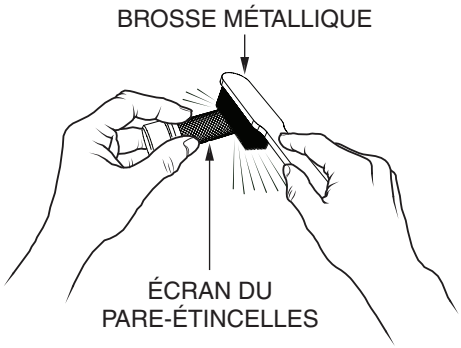

Figure 36. Nettoyage du pare-étincelles
2. Retirer la vis de 5 mm (4) du protecteur du silencieux, puis retirer le protecteur du silencieux.
3. Enlever soigneusement les dépôts de carbone de l'écran du pare-étincelles (Figure 36) avec une brosse métallique.